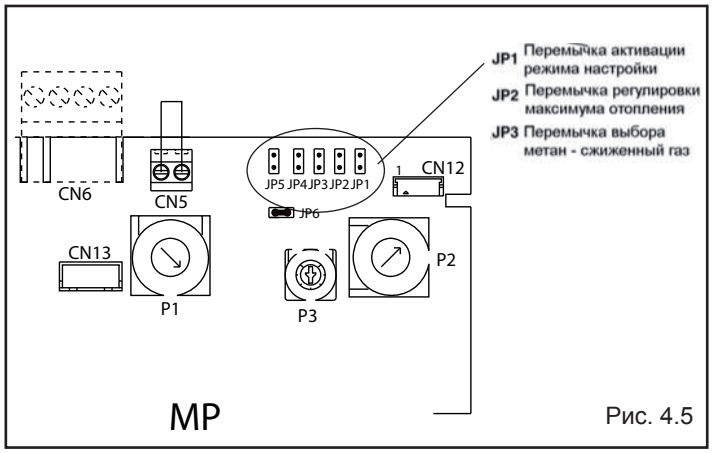

Рис. 4.5
- Установите перемычку JP1 (рис. 4.5), при этом ручки, расположенные на панели управления, начнут выполнять функции регулирования минимума и максимума для режима отопления. На дисплее появляется ADJ 🔔 чтобы показать, что регулировка выполняется.
- Установите перемычку JP2 (рис. 4.5)
− На плате управления (рис. 4.5):